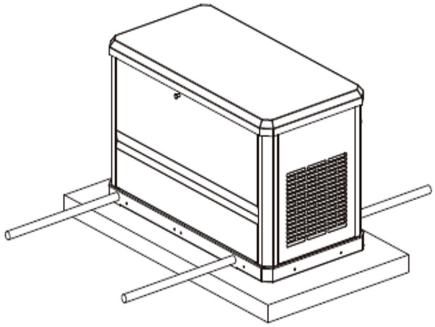

Figura 4-3
4. Superficie de aspiración y dirección de descarga de los gases de escape de alta temperatura (Figura 4-3).